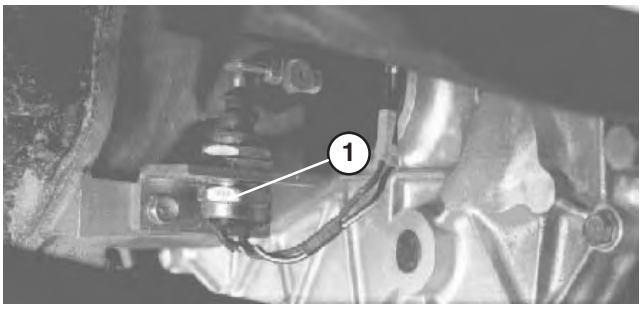

Figure 65
7. Vérifiez de nouveau le réglage du contacteur de sécurité de l'embrayage (Fig. 65). Le démarreur ne doit pas s'engager si la pédale d'embrayage n'est pas à 32 mm ± 3 mm du plancher. Si un réglage est nécessaire, desserrez les écrous de blocage du contacteur et réglez en haut ou en bas.